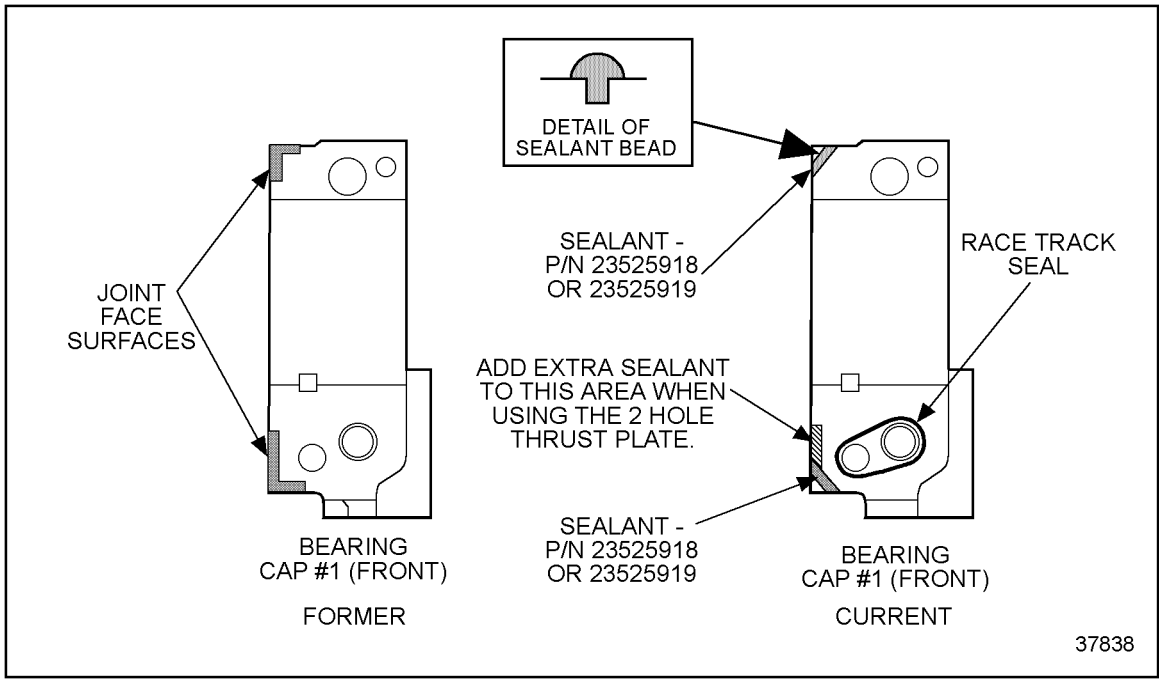

Figure 1-362 Gasket Eliminator Application
6. For engines built after May 1999, use sealant 23525918 (50 mL) or 23525919 (330 mL) in the two diagonal groove cuts of the front bearing cap only. For engines built prior to May 1999, apply DDC gasket eliminator 23523064, or equivalent, to the joint surfaces of the number 1 camshaft bearing cap. See Figure 1-362. To help ensure proper adhesion of the gasket eliminator to the bearing cap, do not apply oil to the number 1 cam bearing or journal before installation of the bearing cap.